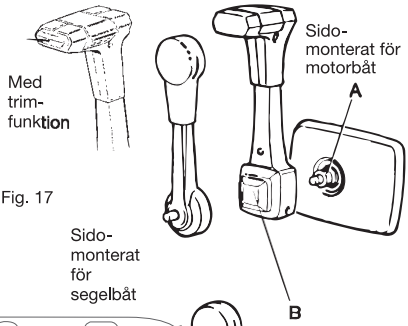

Fig. 17
- Smörj räfflorna i axeln (A fig.17) lätt och montera spaken.
- För spaken till ett växelläge. Tryck neutrallägesknappen (B fig. 17&18) på plats.